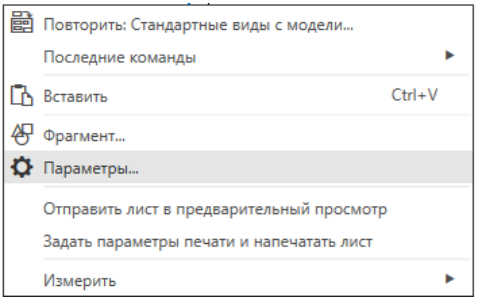

Рис. 8.24
4) Измените формат чертежа. Для этого нажмите правой кнопкой мыши в любом месте внутри поля чертежа, в появившемся окне выберите ***Параметры*** (рис. 8.24).